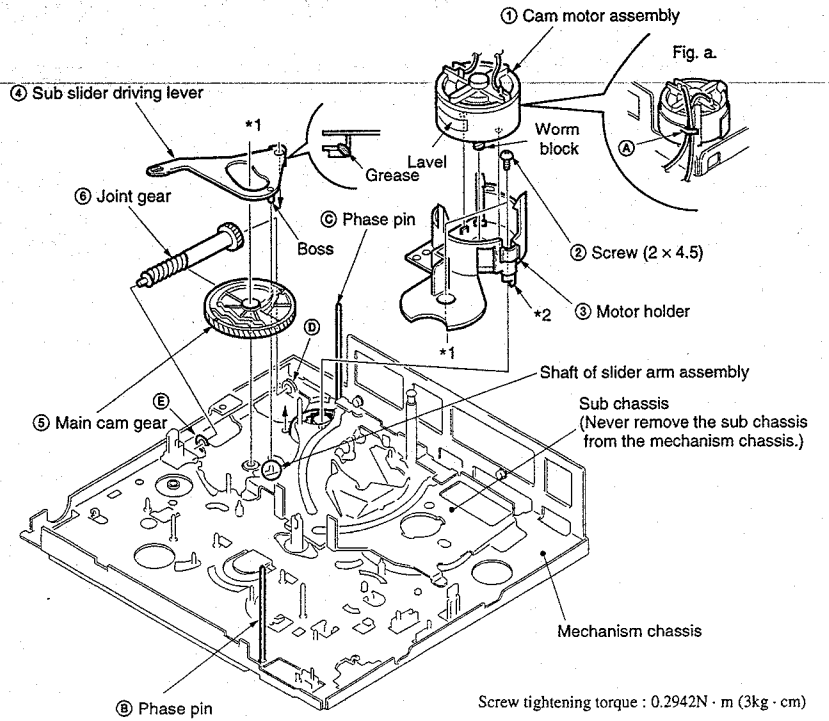
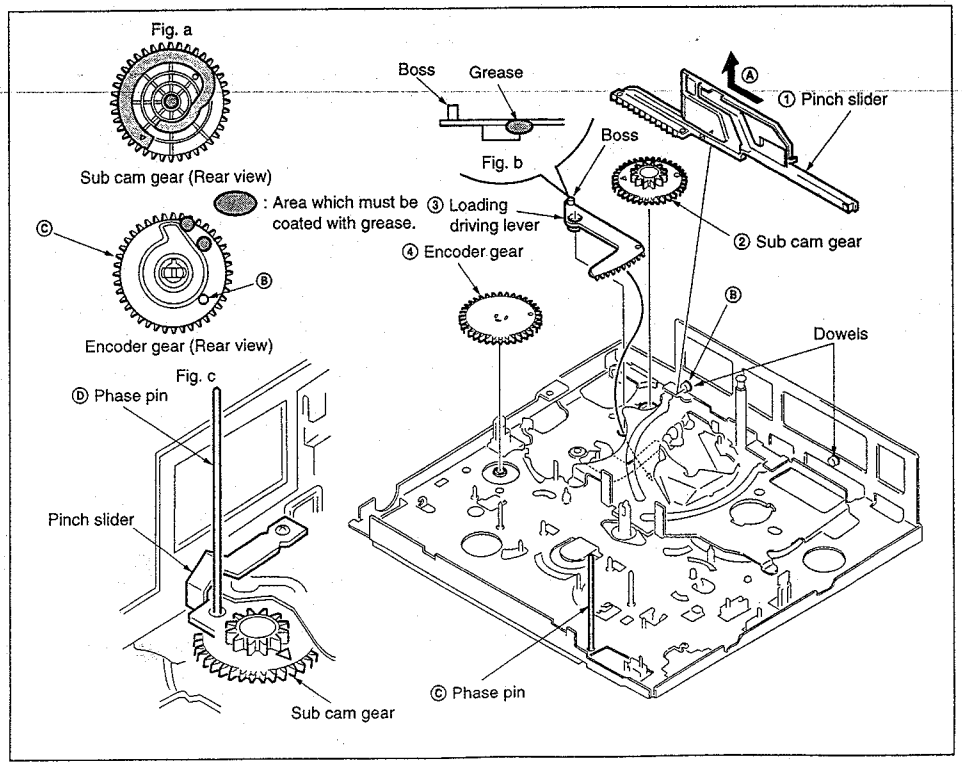

Fig. 6-2-15
Fig. 6-2-16
- Refer to "Notes when re-assembling" of sections 3-8 and 3-9, Fig. 6-2-15 and Fig. 6-2-16.
2) Move the pinch slider (Fig. 6-2-16-①) to the left-most position then attach it to the mechanism chassis (so that the two dowels of the mechanism chassis fit the groove of pinch slider). Move the pinch slider to the right-most end.
3) Attach the loading drive lever to (Fig. 6-2-16-③) to the mechanism chassis, and rotate the loading drive lever fully clockwise.
4) Adjust the pinch slider so that the alignment mark (o) of the pinch slider √ agrees with the alignment mark (o) which is inscribed on the inner tooth of the sub cam gear (Fig. 6-2-16-②). (See Fig. 6-2-15-Fig. c) Under this condition, slide the sub cam gear into underneath the sub chassis (drum base) and the pinch slider. At this time, boss of the loading drive lever must inter the cam groove of the sub cam gear.
5) Attach the joint gear (Fig. 6-2-15-⑤) to the mechanism chassis.
6) Adjust the main gear so that the triangle alignment mark of the main cam gear (Fig. 6-2-15-④) of the main cam gear agrees with the triangle alignment mark of the sub cam gear. At the same time, the round alignment mark of the main cam gear and the round alignment mark of the encoder gear (Fig. 6-2-16-④). Under this condition, attach the main cam gear. (See Fig. 6-2-15-Fig. c)
7) Attach the sub slider drive lever (Fig. 6-2-15-④) so that the boss of the sub slider drive lever enters the cam groove of the main cam gear.
8) Insert the front boss of the motor holder (Fig. 6-2-15-③) into the center of the main cam gear, then into the mechanism chassis.(Fig. 6-2-15-*1)
9) Insert the rear boss of the motor holder (Fig. 6-2-15-③) into the center of the sub cam gear (Fig. 6-2-15-*2).
10) Hook the side claw of the motor holder (Fig. 6-2-15-③) to the mechanism chassis.
11) While aligning the hole of the boss in the rear of the motor holder (Fig. 6-2-15-③) with the hole of the mechanism chassis, attach the motor holder (Fig. 6-2-15-③).
12) Fix the motor holder (Fig. 6-2-15-③) using screws at two positions.